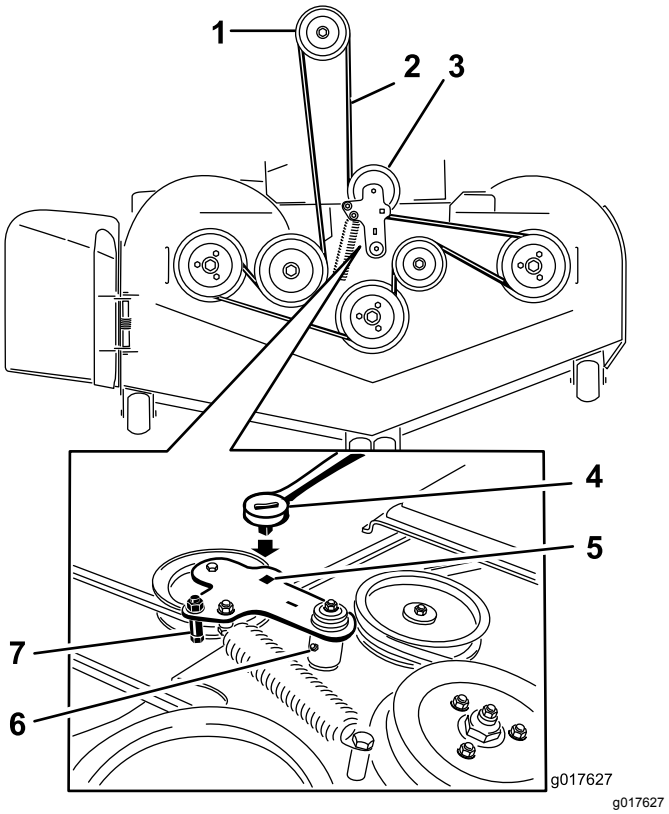

Figur 61
5. Bruk en skralle i det firkantede hullet i lederullarmen for å redusere spenningen på blindfjæren (Figur 61).
7. Fjern remføreren på den fjærbelastede lederullarmen (Figur 61).
9. Monter den nye remmen rundt knivremskivene og clutchremskiven under motoren (Figur 61).
10. Monter remføreren på lederullarmen (Figur 61).
11. Bruk skrallen i det firkantede hullet for å installere blindfjæren (Figur 61).